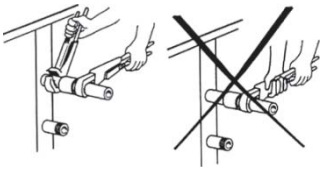

Рисунок 1 - Подключение водяного теплообменника
(Рисунок 1).
5.1.3 Подключите водяной нагреватель (если предусмотрен). При подключении водяного нагревателя придерживайте патрубки при помощи трубного ключа как показано на рисунке (Рисунок 1). Подключение водяного нагревателя к тепловой сети должно осуществляться через смесительный узел. В прямой линии смесительного узла обязательна установка сетчатого фильтра.